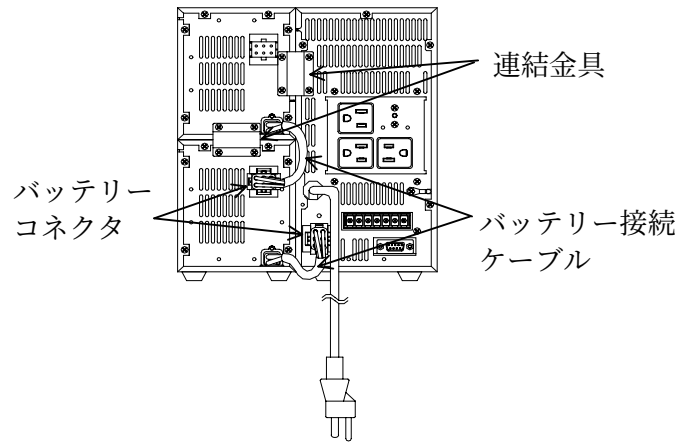

図４
４．ＰＰＵ①とＢＵ②③背面に、付属の連結金具を取り付けてネジで固定します。（図４）
５．ＰＰＵ①のバッテリーコネクタに、ＢＵ②のバッテリー接続ケーブルを接続します。同様にＢＵ②のバッテリーコネクタにＢＵ③のバッテリー接続ケーブルを接続します。（図４）